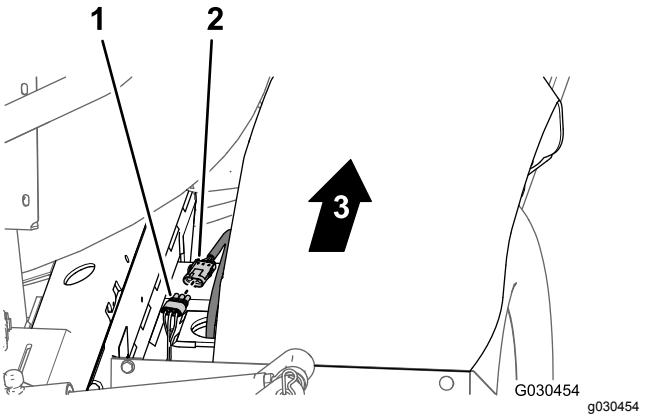

Figur 96
2. På bagsiden af maskinen (mellem det højre stelrør og den højre kofanger) skal du tilslutte det ikke-mærkede 3-bens stik på 30,5 cm (12") afgrening af det bageste ledningsnettet til stikket med 3 sokler på hastighedssensorens ledningsnet på den højre traktionsmotor (Figur 96).